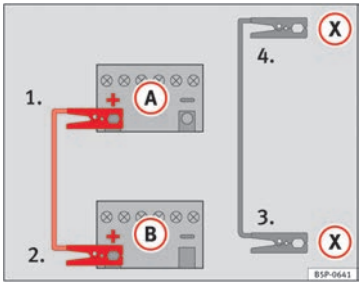

Abb. 215 Anschlussschema für Fahrzeuge mit Start-Stopp-System.
– **Bei Fahrzeugen mit Start-Stopp-Betrieb:** Klemmen Sie ein Ende des *schwarzen* Starthilfekabels (X) an einen geeigneten Masseanschluss, ein massives, fest mit dem Motorblock verschraubtes Metallteil oder direkt an den Motorblock an ⇒ Abb. 215.
5. Klemmen Sie das andere Ende des *schwarzen* Starthilfekabels (X) im Fahrzeug mit der entladenen Batterie an ein mit dem Motorblock verschraubtes massives Metallteil oder an den Motorblock selbst, aber an einer weit von der Batterie (A) entfernten Stelle an.